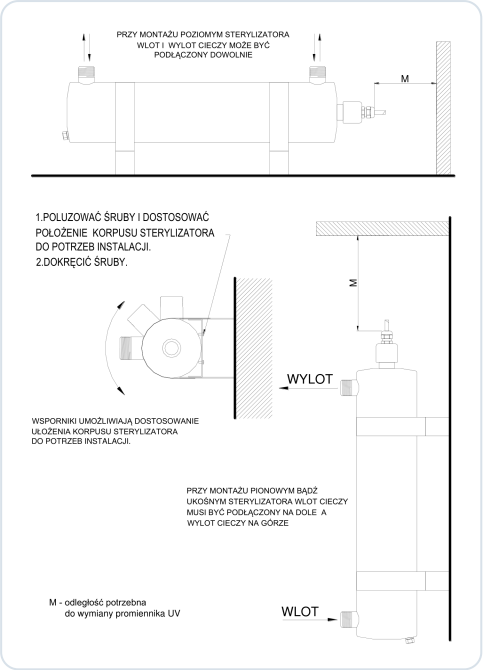

Rys. 5. Montaż korpusu na wspornikach: regulacja położenia, podłączenie wlotu i wylotu, wolne miejsce M potrzebne do wymiany promiennika
- [ ] Od strony mufy wolne miejsce co najmniej równe długości korpusu (ok. 96 cm) – wymiar M na rys. 5. Bez niego nie wyjmiesz promiennika ani rury kwarcowej.
Wsporniki pozwalają dopasować położenie korpusu do instalacji (rys. 5).